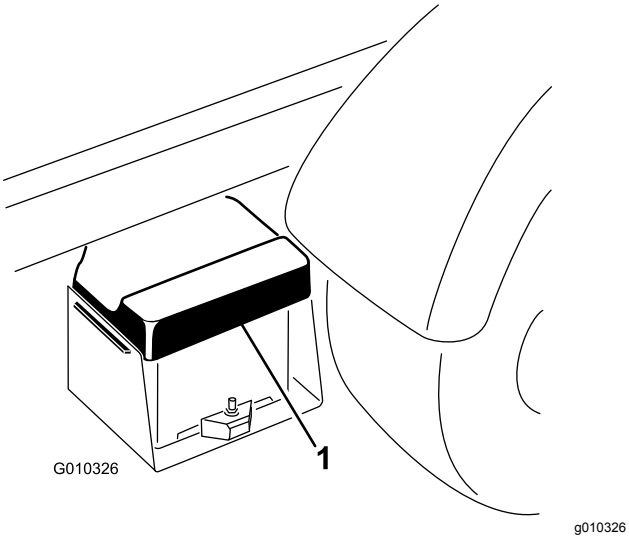

**Figuur 50**
1. Knijp het accudeksel samen om de lipjes uit de accubasis te nemen en verwijder het accudeksel van de accubasis (Figuur 50).